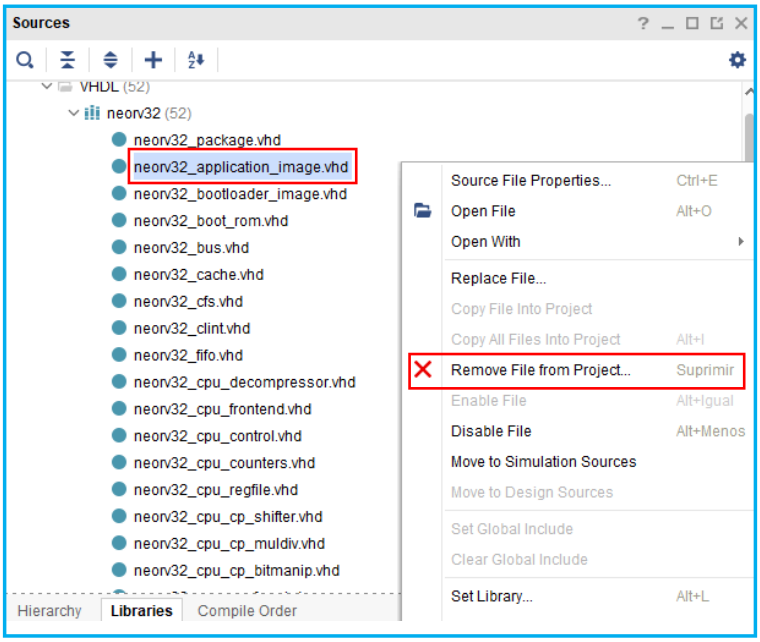

Fig.12. Borrado de la imagen VHDL del programa de aplicación original.
4. Antes de añadir la imagen nueva al proyecto de Vivado, debemos eliminar la imagen original. Accedemos a la pestaña `Libraries` en la ventana `Sources`, hacemos clic derecho en el archivo `neorv32_application_image.vhd` y seleccionamos `Remove File from Project` (Fig.12).